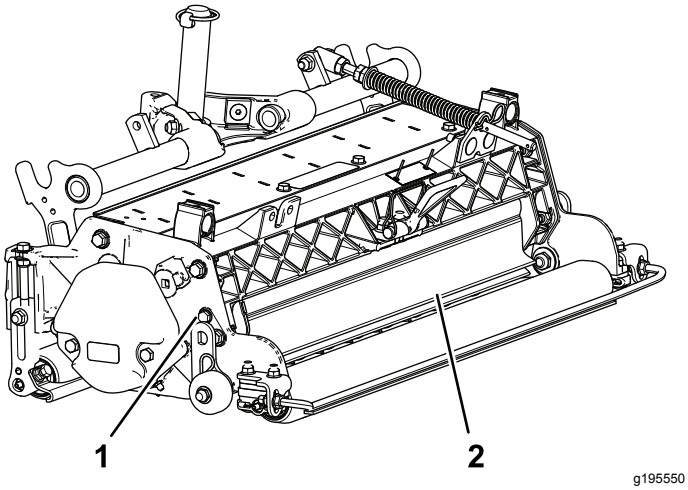

Figura 9
1. Afloje los pernos del pivote del deflector de hierba (Figura 9).
2. Gire el deflector de hierba a la posición deseada, y apriete los pernos (Figura 9).